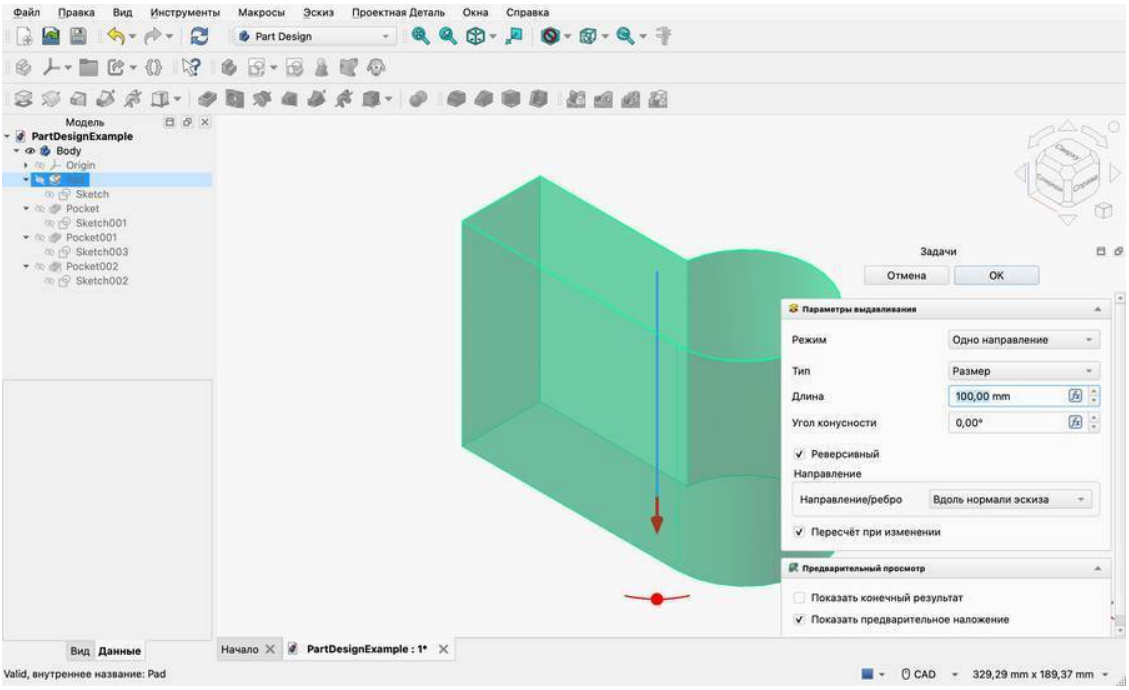

Рис. 2.4 — Панель «Задачи» во время правки операции Pad
2. Панель «Задачи» покажет «Параметры выдавливания» (рис. 2.4): режим, тип, длину 100,00 mm. В 3D-виде заготовка стала полупрозрачной зелёной, по ней идёт стрелка — манипулятор длины, о нём в главе 7.